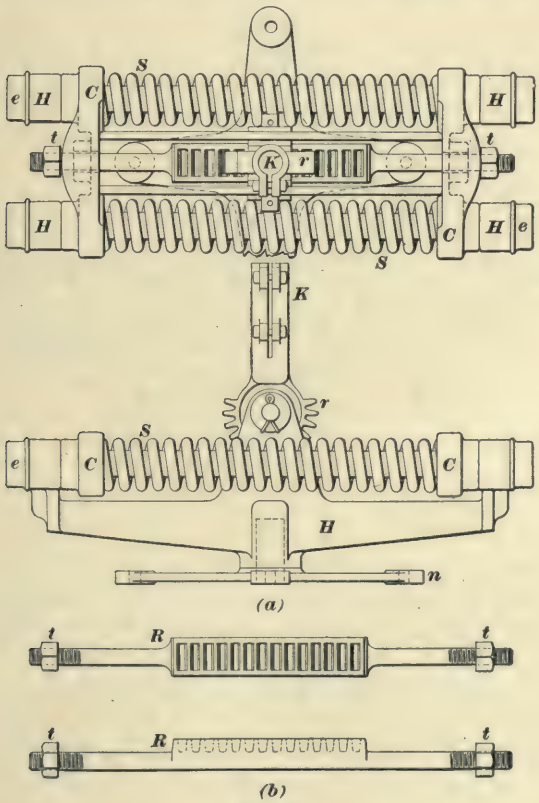

FIG. 17.
**15. The Johnson Trolley Base.**—Figs. 17 and 18 show one type of Johnson base. This base differs from the pre-